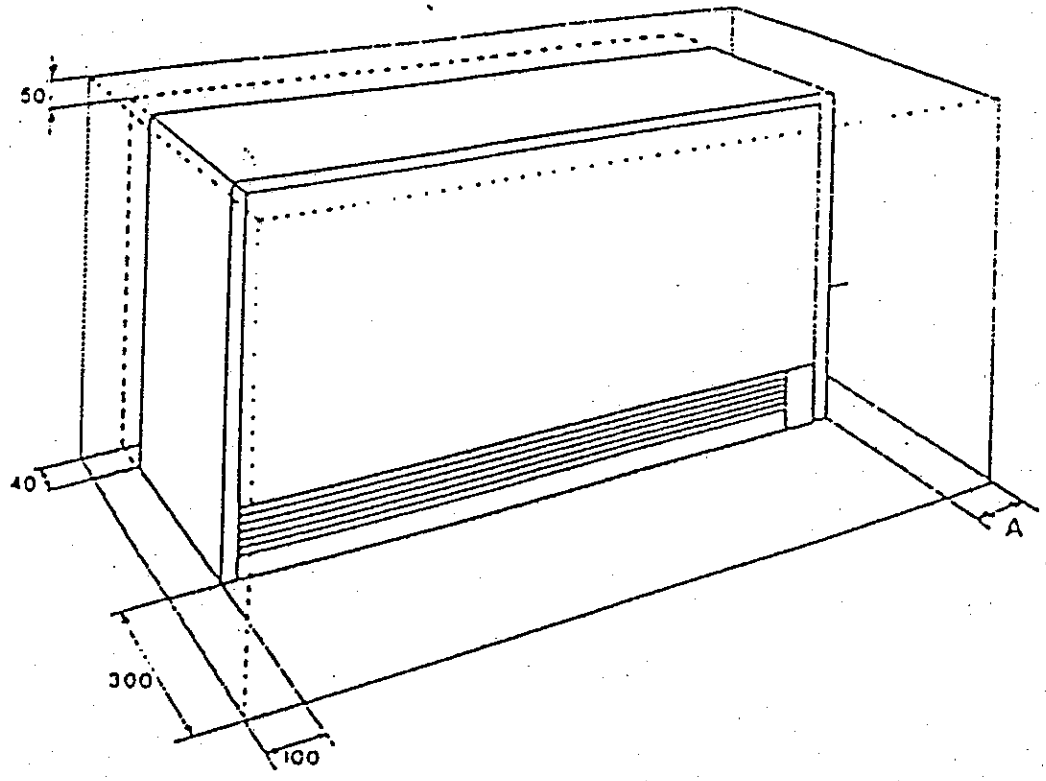

Fig.1
*Il faudra également veiller à ne rien placer contre l'appareil ou dessus. Attention notamment aux rideaux et tentures. Respecter au minimum les distances indiquées figure 1.*